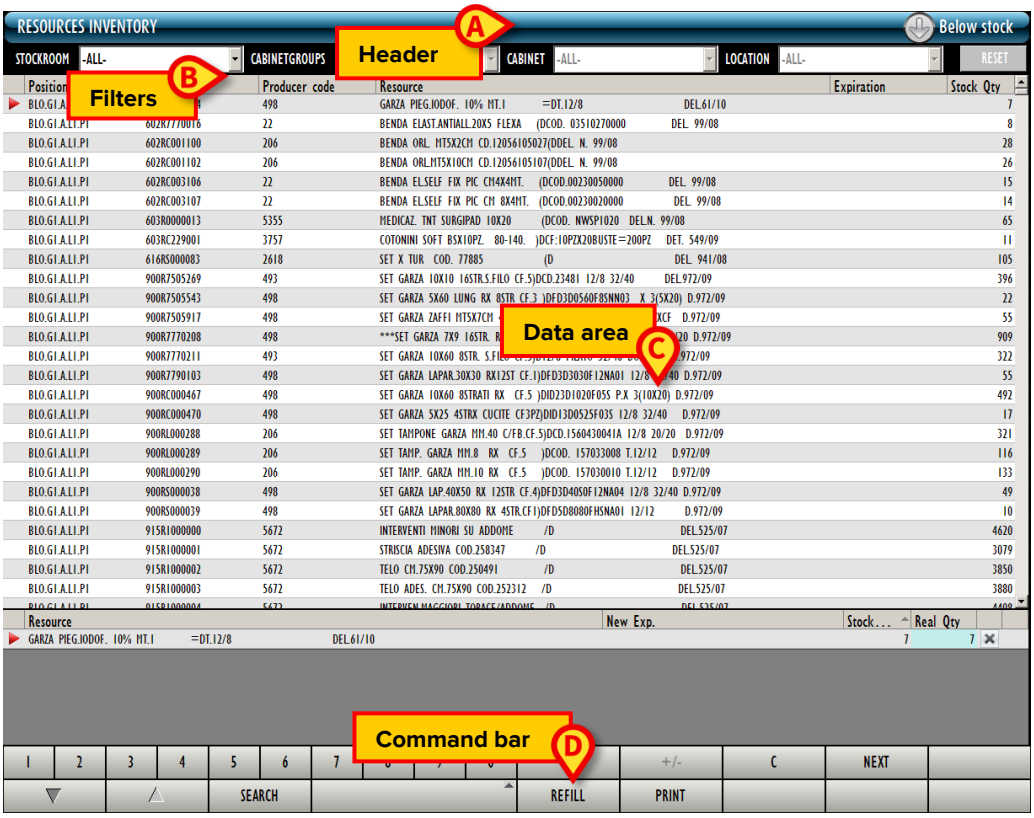

Fig 1
- the header (Fig 1 **A**);
- the selection filters (Fig 1 **B**);
- the data area (Fig 1 **C**);
- the command bar (Fig 1 **D**).
The data area (Fig 1 **C**) displays the contents of the different screens. These contents are described later, with the relating module.
The command bar (Fig 1 **D**) contains the buttons allowing to perform the procedures relating to the module selected. The command bars are described contextually to the specific modules.